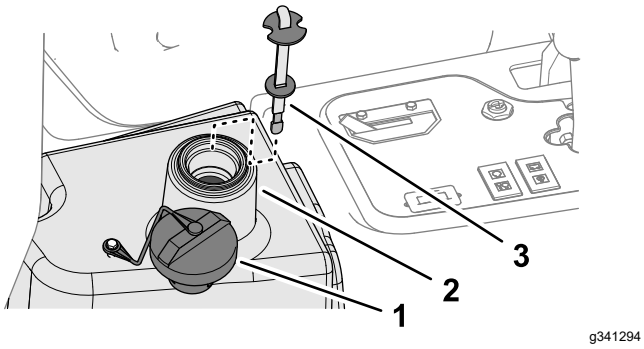

Figuur 91
4. Vul het reservoir (Figuur 91) met ongeveer 22,7 liter hydraulische vloeistof; zie Specificaties hydraulische vloeistof (bladz. 63).